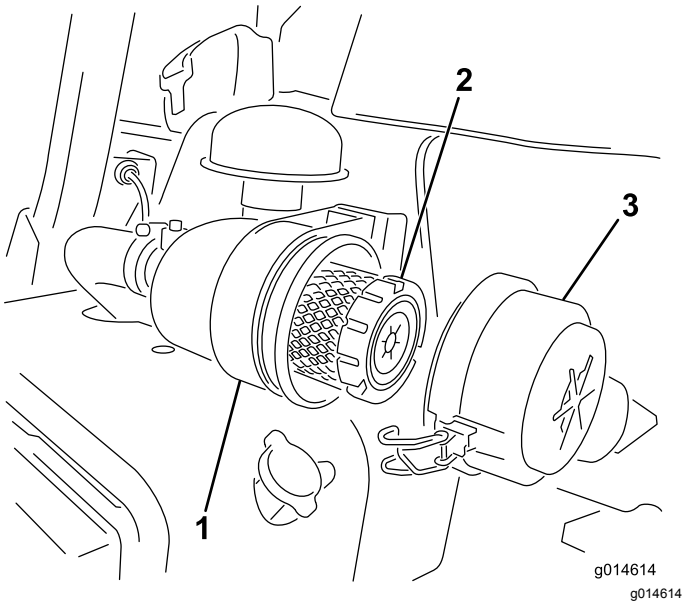

Figur 42
1. Åbn låsene, der fastgør luftfilterdækslet til luftfilterhuset (Figur 42).
6. Fastgør låsene (Figur 42).